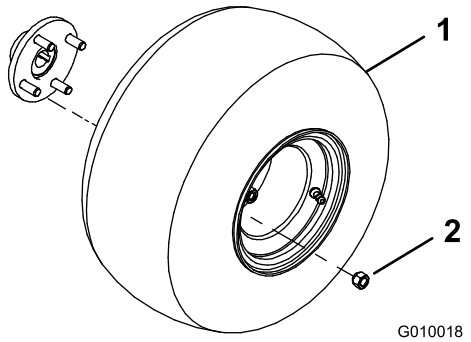

Figur 3
2. Monter en hjulenhed på hvert baghjulsnav (Figur 3).
3. Monter låsemøtrikkerne (Figur 3) og spænd dem til 61 til 75 Nm.